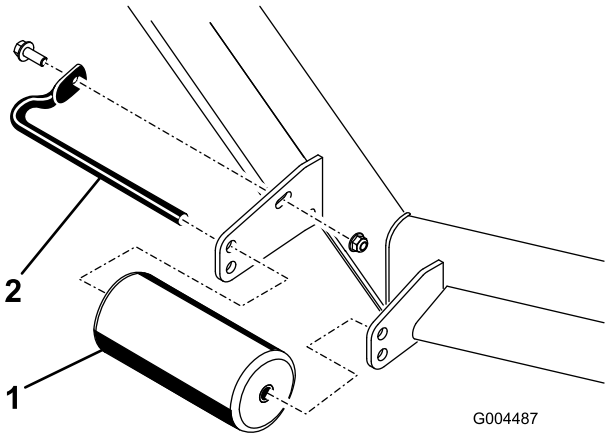
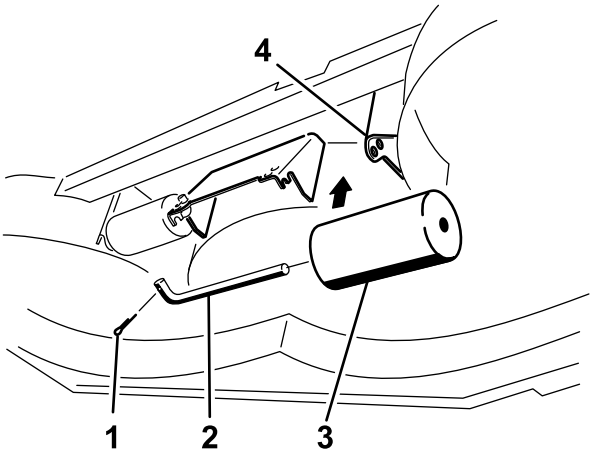

Figur 20
Figur 24
4. Fjern festene som holder fast hver valse på klippeenheten og beveg valsene opp og ned etter ønske, se Figur 20 til og med Figur 24 etter hva som gjelder for din klippeenhet.